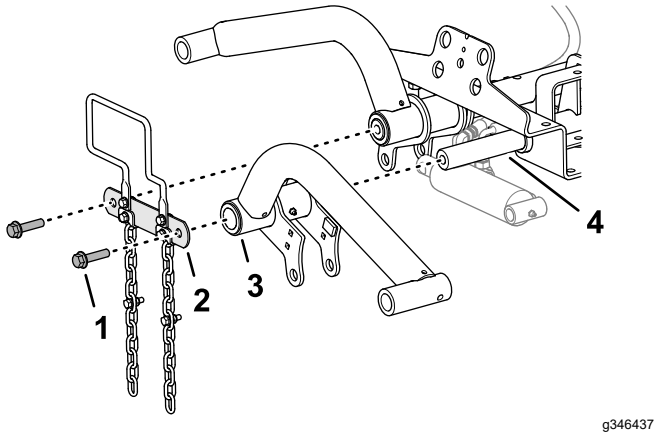

Figuur 11
1. Monteer de hefarmen op de taatsassen van de hefarm zoals getoond in Figuur 11.
2. Monteer de koppeling van de taatsas op de taatsassen van de hefarm (Figuur 11) met de 2 flenskopschroeven (½" x 2") die u hebt verwijderd in Voorbereiden om de hefarmen te monteren (bladz. 16).